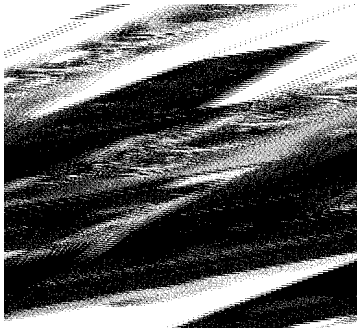

Fig.9.3.2
- Remove pressure-switch covering, here you can find a big and a small tension sping (see fig 9.3.2).